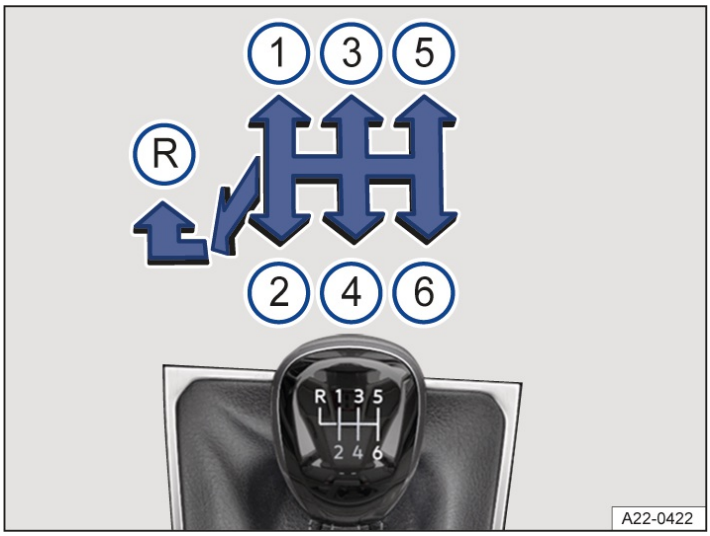

Fig. 1 Gear shift pattern for 6-speed manual transmission.
2. Move the gearshift lever into the preferred position→ *fig. 1* (1).
3. Push the gearshift lever all the way to the left and then forward into the reverse gear position→ *fig. 1* (R).